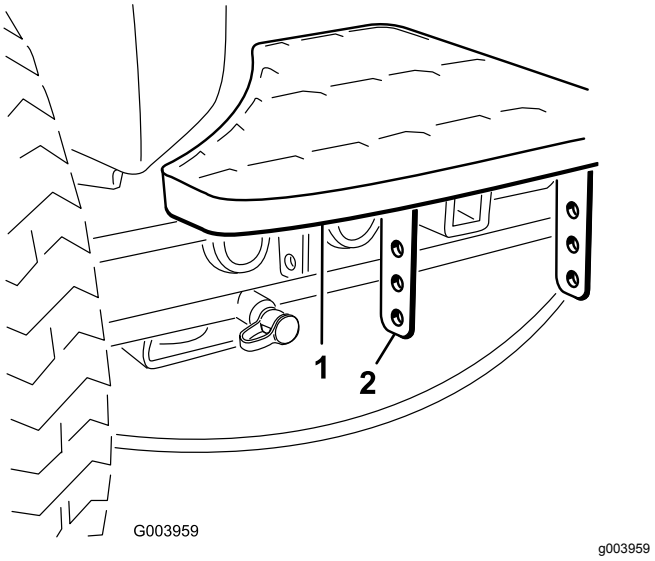

Figur 2
1. Fjern de to boltene og mutterne som fester trinnbraketten til trekkenhetsrammen (Figur 2)